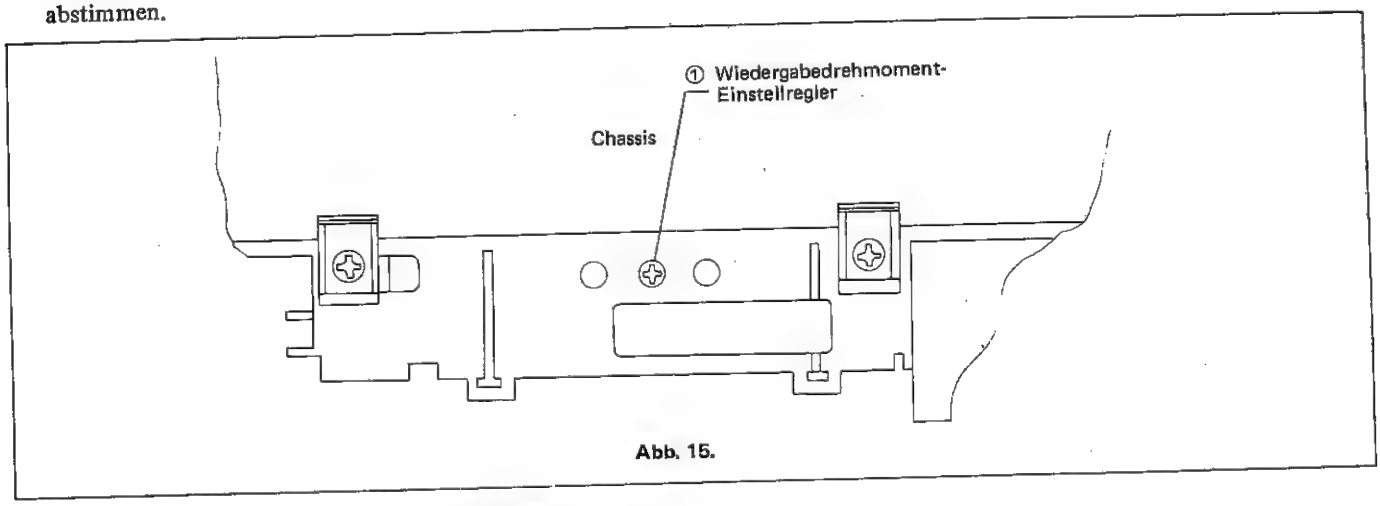

Abb. 15.
- **Abstimmung (siehe Abb. 15)**